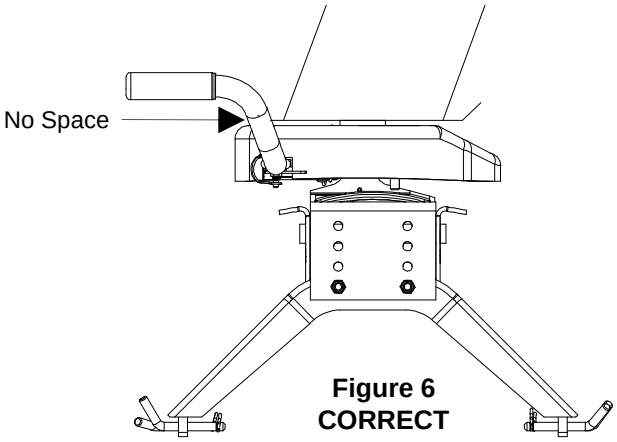
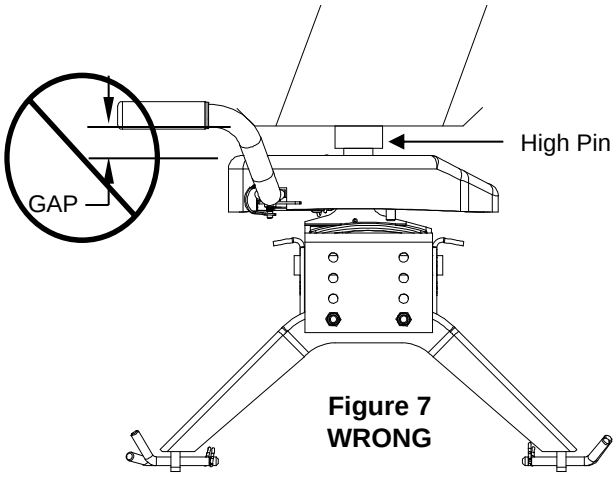

Figure 6
Figure 7
> Failure to follow this instruction may result in king pin being too high and coming to rest on top of the closed jaw or not completely inside jaw. (See Figure 6 & 7). This could result in trailer separating from hitch. Trailer separation may result in death or serious injury if anyone is under the trailer or between truck and trailer when separation occurs.
6. With all trailer wheels still firmly blocked, landing gear still resting on firm ground and supporting trailer weight, and truck stationary and in park with emergency brake on: visually check that bottom of pin box is resting on top of the hitch. THERE SHOULD BE NO SPACE BETWEEN THESE SURFACES (see Figure 6). If space exists, (see Figure 7) trailer has not been properly hitched. DO NOT TOW! Instead, repeat above steps until trailer is properly hitched. DO NOT PLACE BODY UNDER TRAILER TO PERFORM THIS INSPECTION!